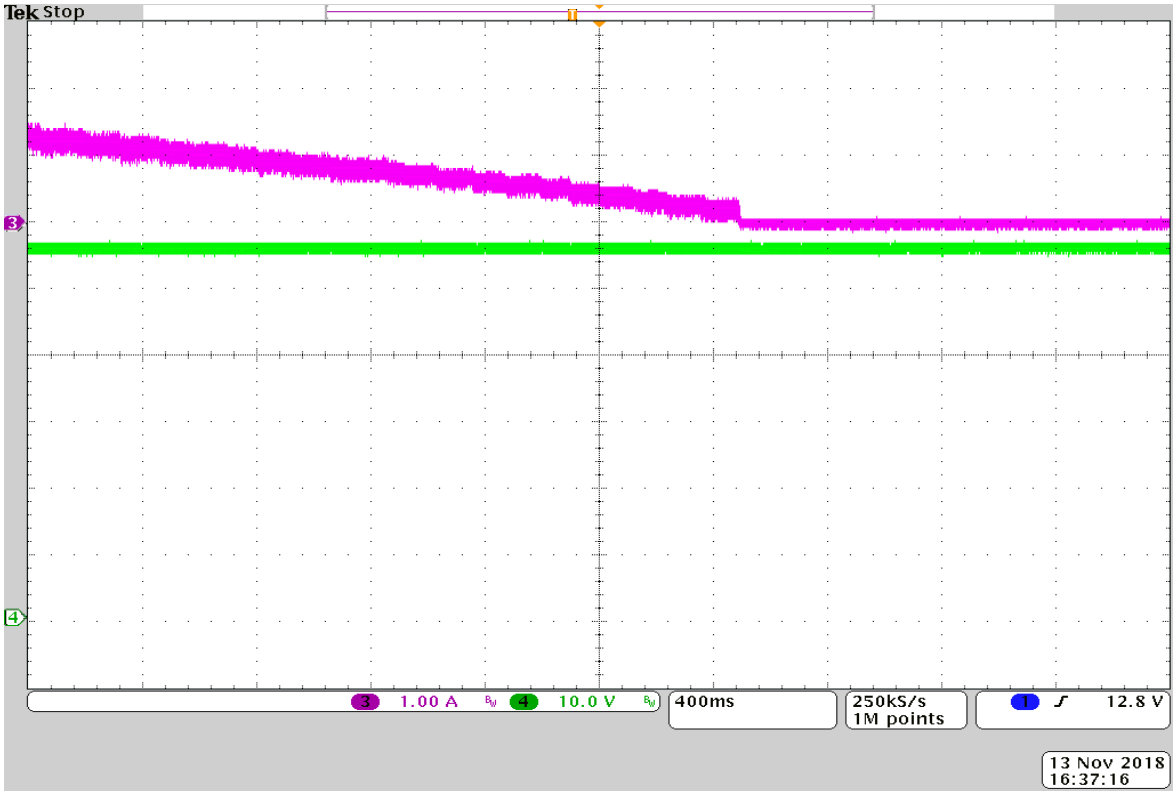
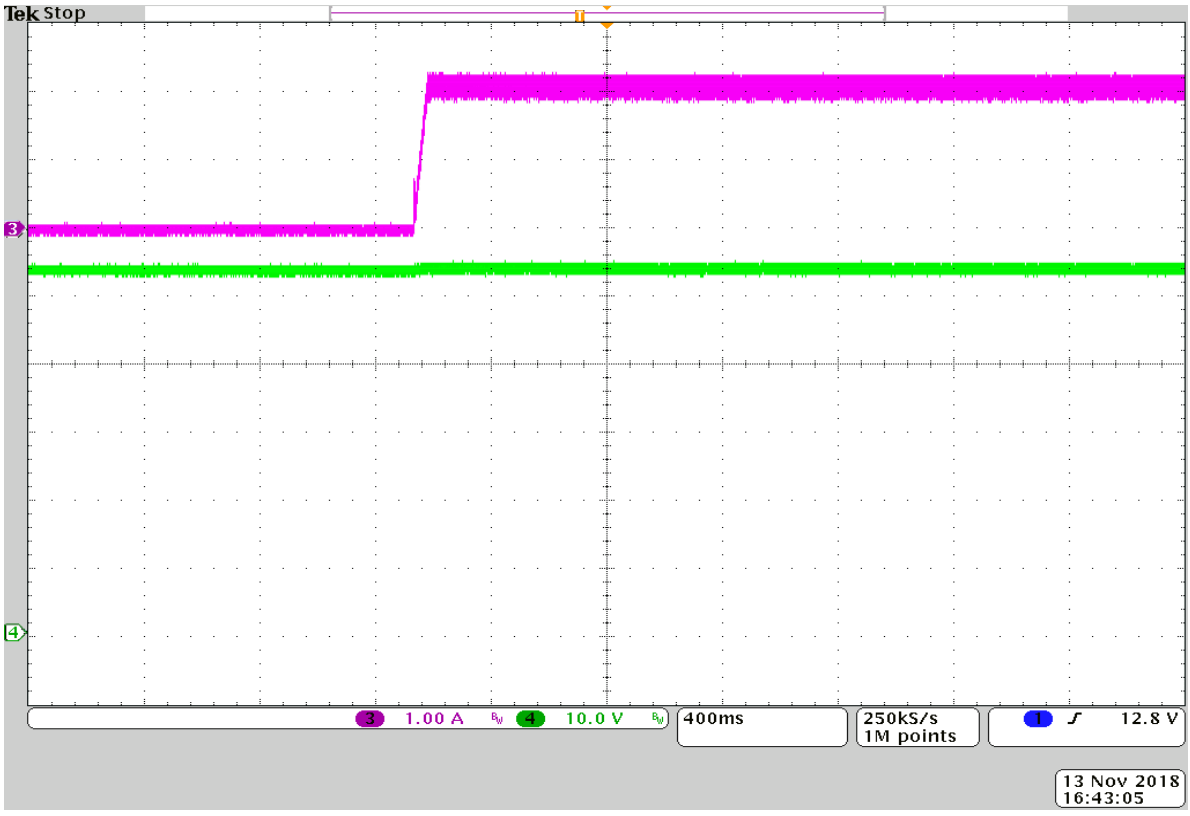

**Figure 17. Transition from CV to Topping mode. Ch3: battery current, Ch4: battery voltage**
**Figure 18. Transition from Topping to CC mode. Ch3: battery current, Ch4: battery voltage**
2. Now increase the battery voltage a little bit more. Measure the current across the battery terminal, it should be reduced to 0A, the charger is turned off. Figure 17 is the typical waveform. Now slowly reduce the battery voltage to about 53V, the battery starts to be charging again, as shown in Figure 18.